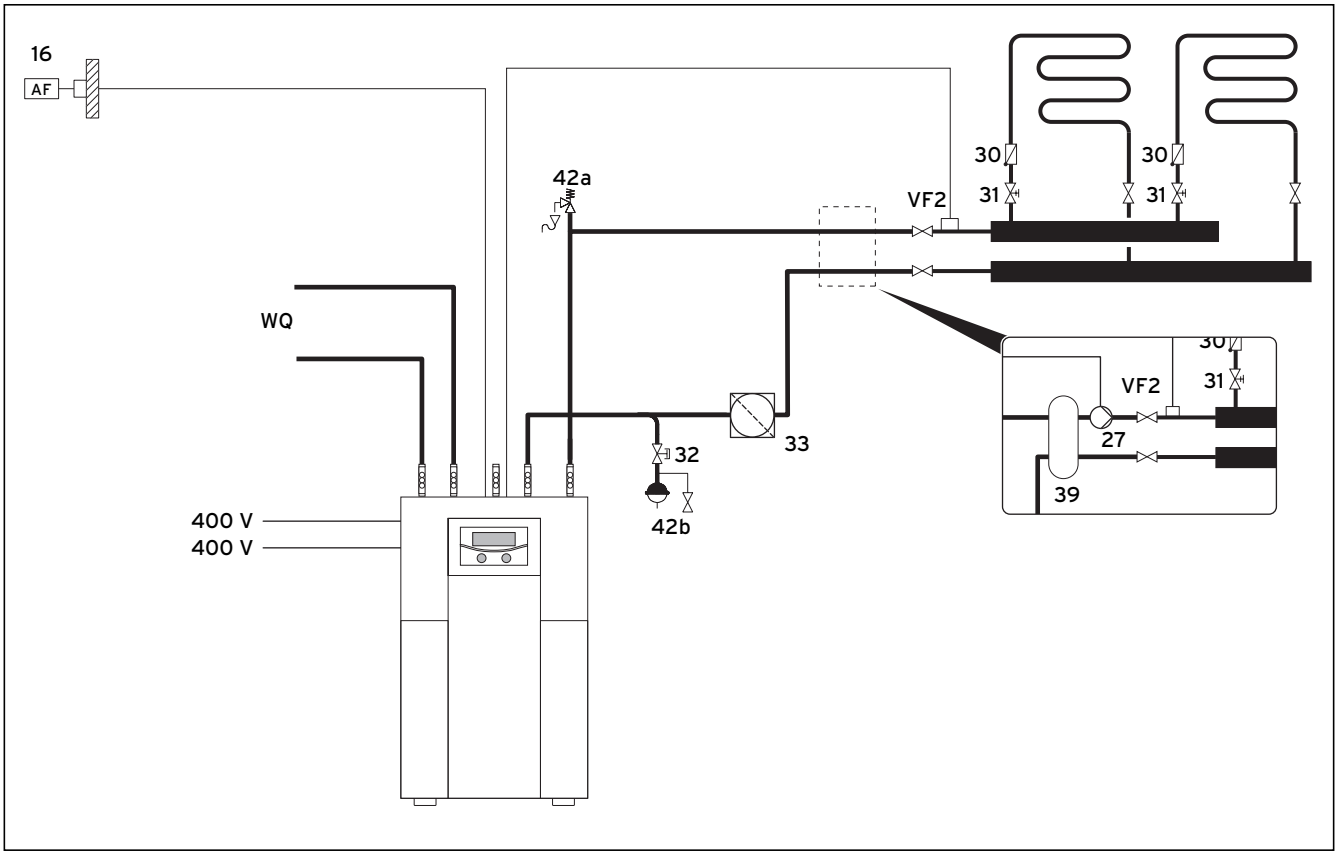

**Afb. 6.8 Hydraulisch schema 1**
**Legenda bij afb. 6.8**
**Mocht een hydraulische ontkoppeling van het CV-circuit noodzakelijk zijn, installeer dan een open verdeler alsmede een externe CV-pomp zoals getoond in afb. 6.8.**